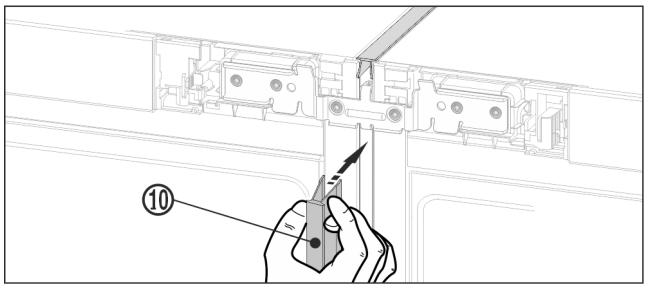

Fig. 18
▶ În partea frontală, presați profilul de mascare *Fig. 18 (10)* în fanta verticală. Aveți grijă ca profilul să se sprijine pe tabla de îmbinare.